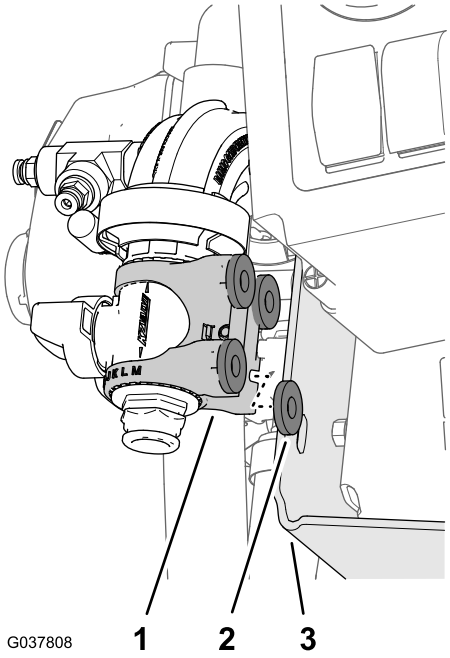

Figuur 91
3. Lijn de 4 ringen (5/16 x 13/16") uit tussen de nylon beugel van de flensafsluitklep en de klepbevestiging (Figuur 91).